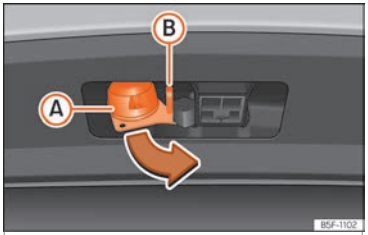

Fig. 179 Turning the 13-pin connector
- Grip the connector in area (A) and remove it in the direction of the arrow ››› Fig. 179.
- Open the cover of connector (A) and connect the trailer ››› Fig. 179.
- Hook the trailer's pair cable to the safety lug ››› Fig. 179 (B). When hooked up, the pair cable should have some **slack** in all vehicle towing positions (sharp curves, reverse, etc.).